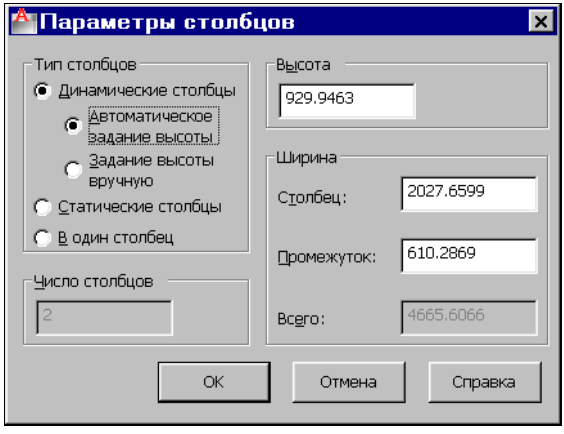

Рис. 3.21. Диалоговое окно **Параметры столбцов**
- **Параметры столбцов** (Column Settings) — вызов диалогового окна настройки колонок (рис. 3.21).